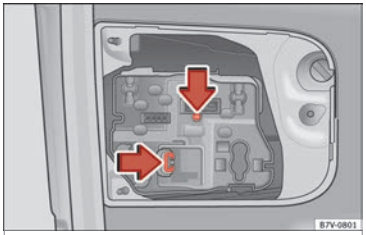

Bild 113 På bagageluckan: demontera lamphållaren.
4. Tryck på fästets flikar i den riktning som pilen visar »» **bild 113** och dra ut lamphållaren.